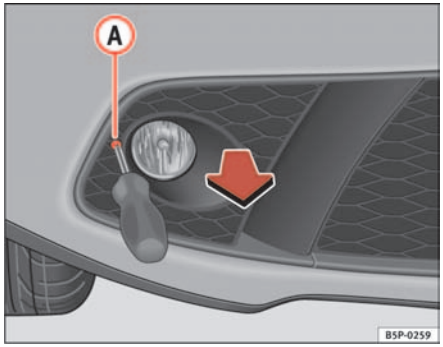

Fig. 203 Accessing the towing eye recess
– Remove screw (A) ⇒ fig. 203.